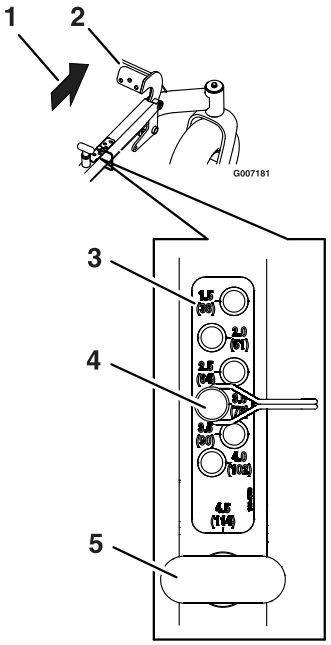

Figuur 16
1. Hef het maaidek op in de transportstand (maaihoogte 114 mm) door het pedaal naar voren te duwen (Figuur 16). De veerbelaste transportpen zal automatisch aangrijpen en vastklikken,